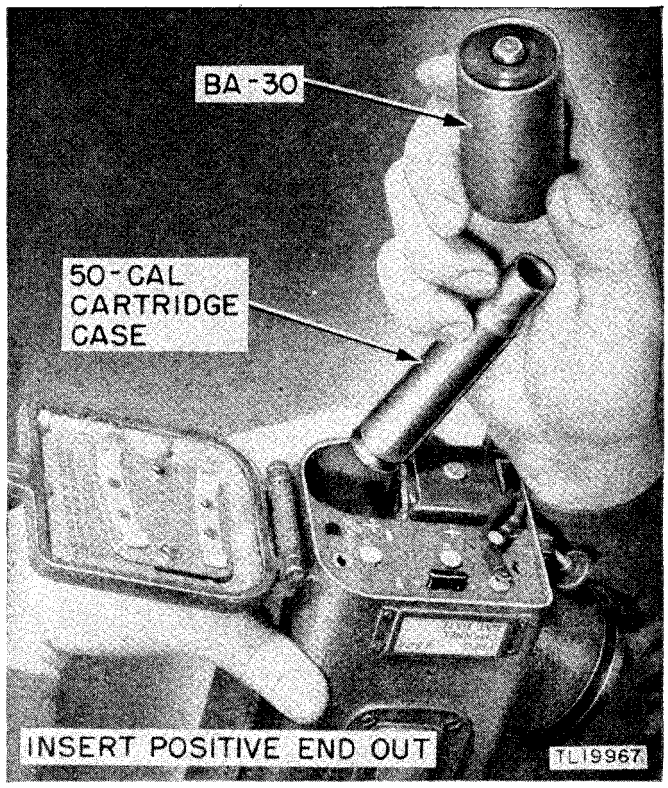

Figure 31. Battery BA–30 and 50-cal cartridge case.
b. Expedient Battery Adapter. As an expedient filament supply, a single Battery BA–30, and an expended 50-cal (caliber) cartridge case may be used. (See fig. 31.) This makeshift arrangement will fill the compartment provided for Battery BA–37. Battery life will be considerably reduced (5 hours), therefore suitable provisions must be made to replace the battery promptly as often as necessary to guarantee uninterrupted communication. Both ends of the cartridge case must be kept clean and bright to insure effective electrical contact. Insert